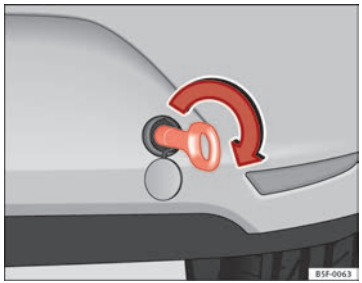

Fig. 135 Pára-choques traseiro, direita: argola de rebocagem enroscada
– Enroscar a argola de rebocagem, até ao batente, na rosca ⇒ Fig. 135 e apertá-la firmemente com a chave de rodas.